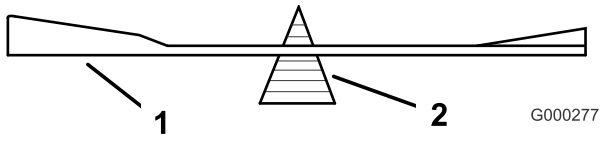
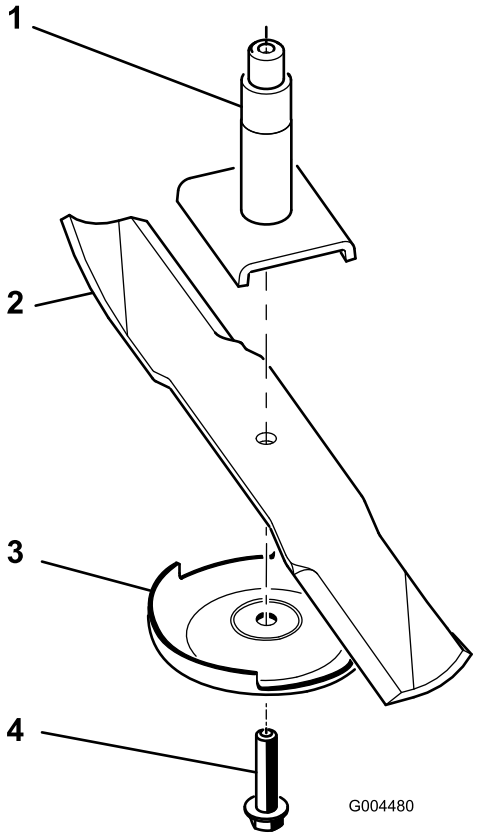

Figura 68
Figura 69
2. Togliete il bullone della lama, la piastra antistrappo e la lama dall'asse del fusello (Figura 69).
2. Controllate l'equilibrio della lama posizionandola su un bilanciatore (Figura 68). Se la lama rimane in posizione orizzontale, è bilanciata e può essere utilizzata. Se la lama non è bilanciata, limate del metallo soltanto dalla costa (Figura 69). Ripetete la procedura finché la lama non è perfettamente bilanciata.
1. Montate la lama sull'asse del fusello (Figura 69).
2. Montate la piastra antistrappo e il bullone della lama (Figura 69).